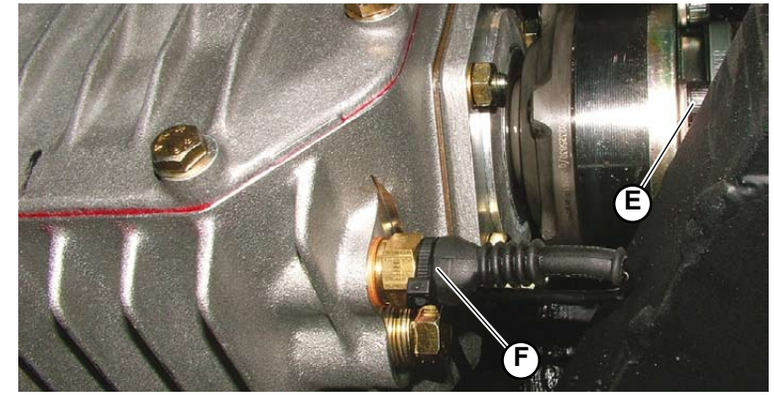

Fig.5
5. Install both axle shafts and tighten the mounting screws (**E-Fig.5**) to the prescribed tightening torque:
6. Connect the oil temperature sensor cable (**F-Fig.5**).